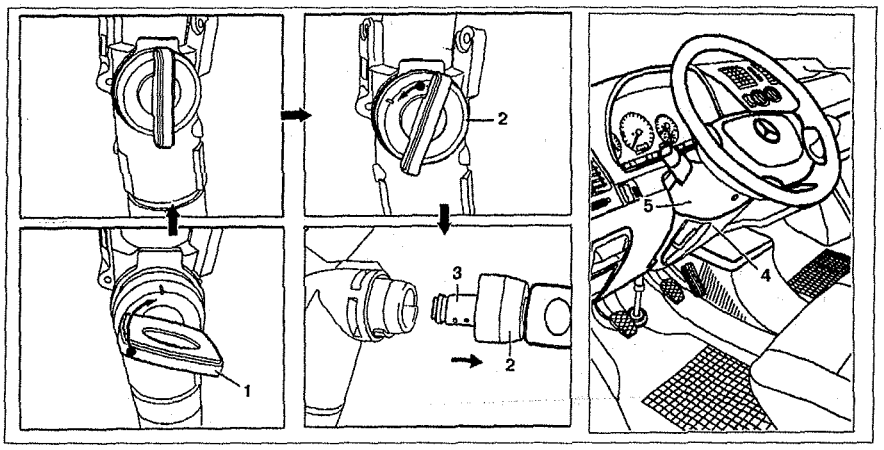

Рис. 8.5. Блокировочный цилиндр замка зажигания:
1. Снимите нижнюю крышку рулевой колонки **5** (см.рис.8.5).